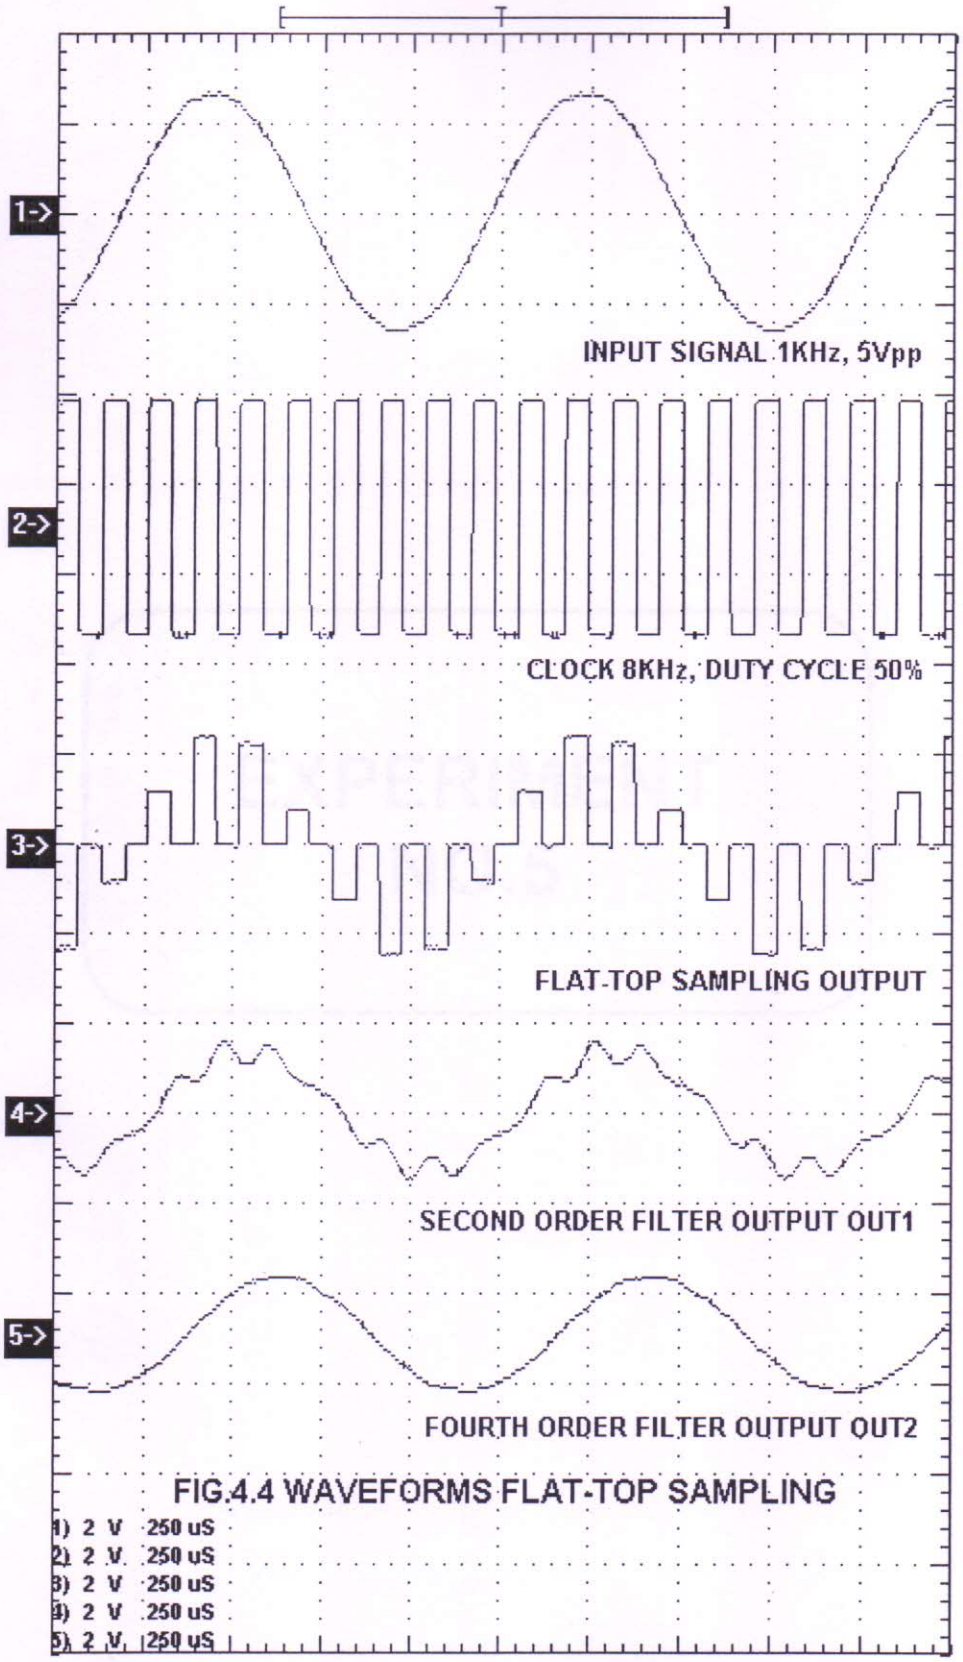

FIG.4.4 WAVEFORMS FLAT-TOP SAMPLING
- Flat Top Sampled signal and its corresponding reconstructed output of 2nd order Low Pass Butterworth Filter. (Fig. 4.4)
- Flat Top Sampled signal and its corresponding reconstructed output of 4th order Low Pass Butterworth Filter. (Fig. 4.4)